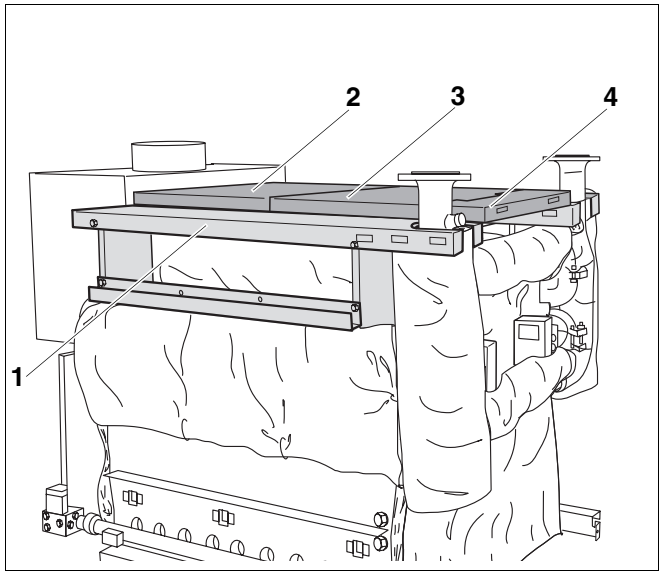

Afb. 57 Ketelafdekkappen monteren
- Plaats de achterste ketelafdekplaat (afb. 57, **pos. 2**) en schroef ze aan de zijdelingse ketelafdekplaten (afb. 57, **pos. 1**) met schroeven met een vlakke kop 3,9 x 9,5. Vanaf grootte 2 x 12 moet er eveneens een bijkomende middenste afdekkap (afb. 57, **pos. 3**) tussen de voorste ketelafdekplaat (afb. 57, **pos. 4**) en de achterste afdekplaat (afb. 57, **pos. 2**) gelegd worden.